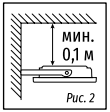

*Рис. 2*
2. При установке соблюдайте правило, указанное на Рис. 2.